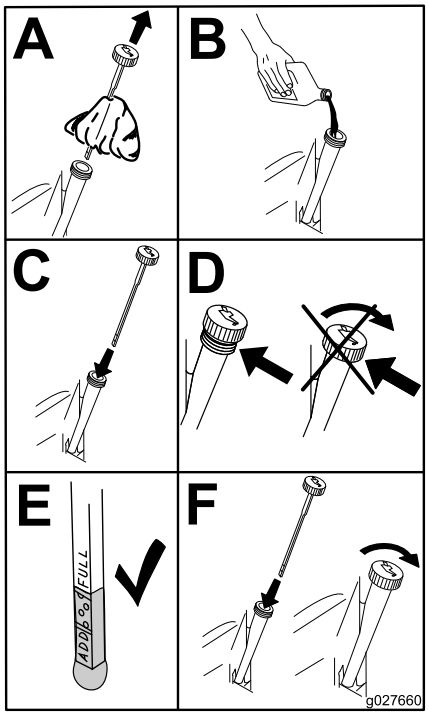

Figur 41
4. Häll långsamt ca 80 % av den angivna oljan i påfyllningsröret och tillsätt långsamt ytterligare olja tills den når markeringen **Full** (Figur 41).